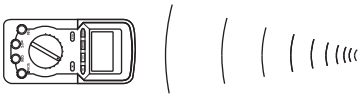

Figure 4
2. Point the sound sensor to the sound source to be measured (Figure 4).